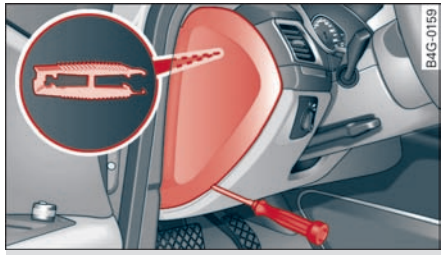

图 243 驾驶舱驾驶员侧（左驾驶车）：保险丝盒
- ▸ 去除相应的盖罩 ⇨ *图 243* 和 ⇨ *第 151 页*。
- ▸ 从保险丝盒盖的反面取出夹子 ⇨ *图 243*。